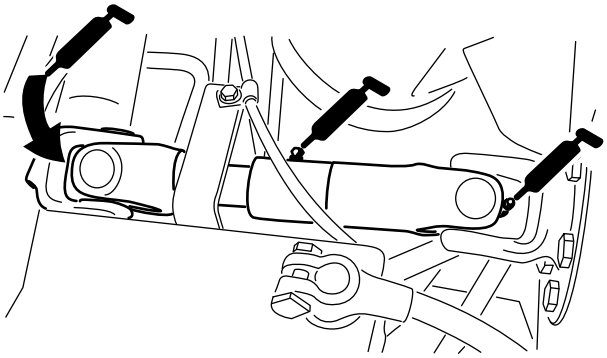

Figur 41
- Pumpdrivaxelns U-led (3) (Figur 41)